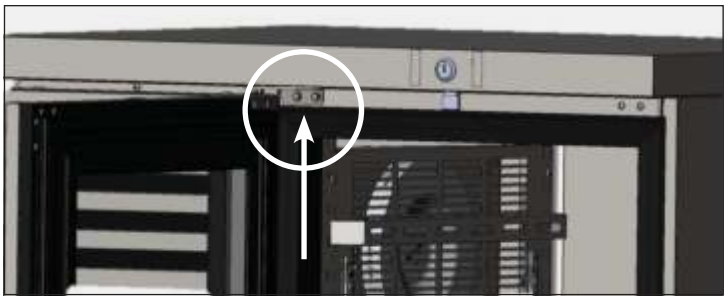

***Fig. 1.*** Top hinge bolt locations.
1. Locate and remove the bolts securing the top hinge bracket to the front of the cabinet base. Remove the bolts. See fig. 1.